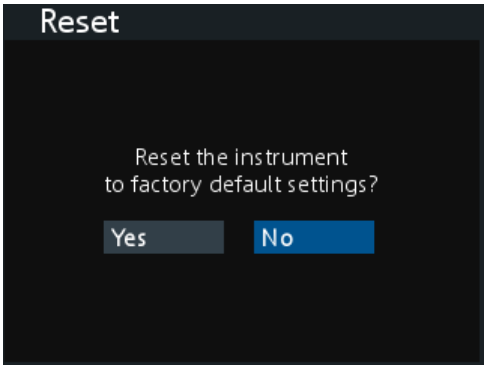

Figure 7-4: Reset dialog
► Select [Menu] > "Device" > "Reset" to reset instrument to factory default settings. The R&S NGA100 displays the "Reset" dialog. See Figure 7-4.